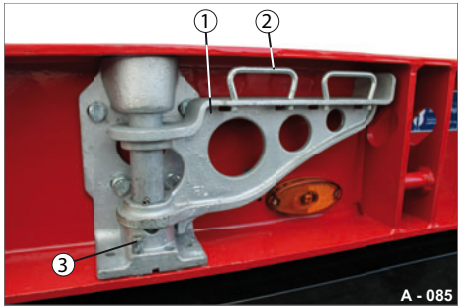
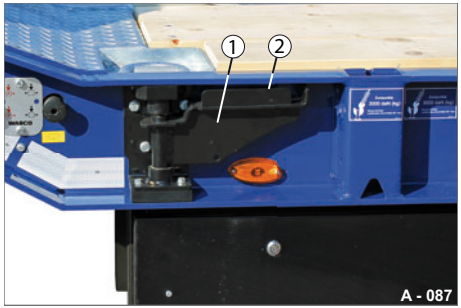

Abb. 76 Klappausleger eingeklappt
Abb. 78 Klappausleger eingeklappt
▶ Heben Sie den Klappausleger (Abb. 76/1 bzw. Abb. 78/1) etwas an und drehen Sie diesen gleichzeitig nach außen auf.
▶ Heben Sie den Klappausleger (Abb. 76/1 bzw. Abb. 78/1) etwas an und drehen Sie diesen gleichzeitig nach innen ein - nicht zuknallen lassen.